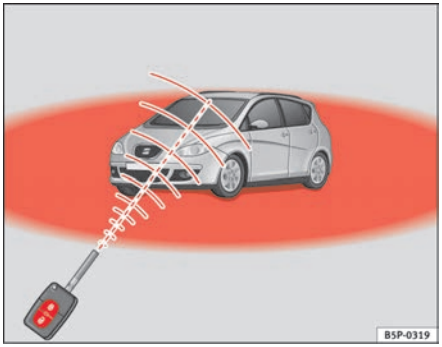

Fig. 64 Range of the remote control:
- The remote control functions only when you are in range ⇒ page 98, fig. 64 (red area).
- If the vehicle is unlocked using the 🔓 (1) button, it will lock again automatically if any of the doors or the tailgate are not opened within 30 seconds after unlocking it. This function prevents the vehicle from remaining unlocked if the unlock button is pressed by mistake.